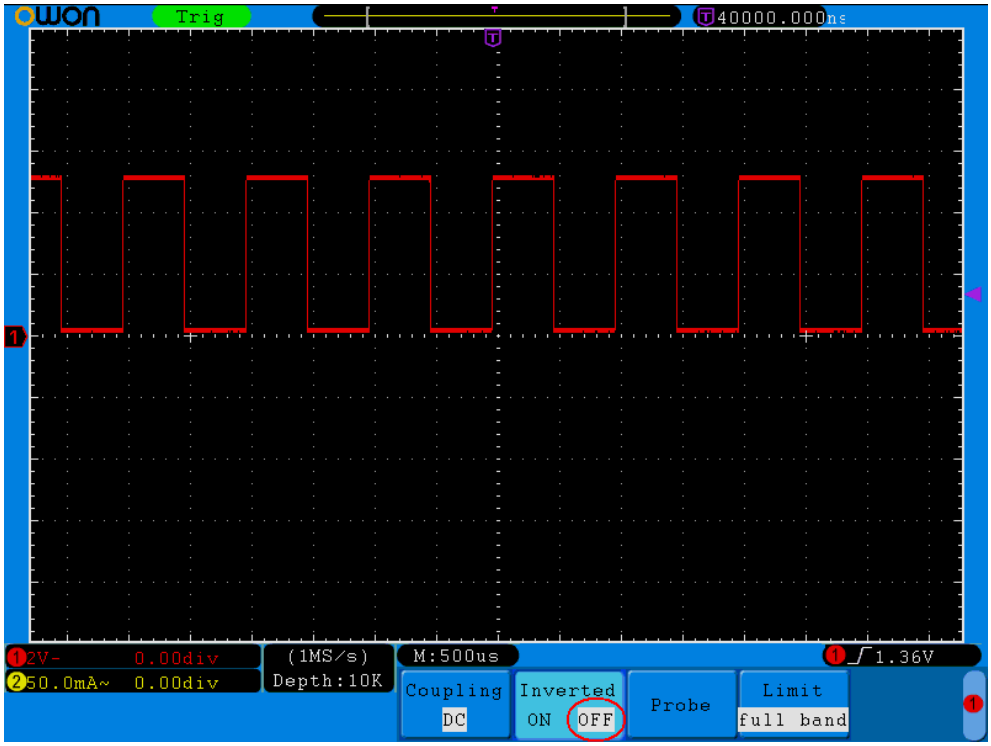

Рисунок 5-5 Осциллограмма сигнала без инверсии
(3) С помощью кнопки **H2** установите **OFF** для выключения инверсии (см. рис. 5-5).